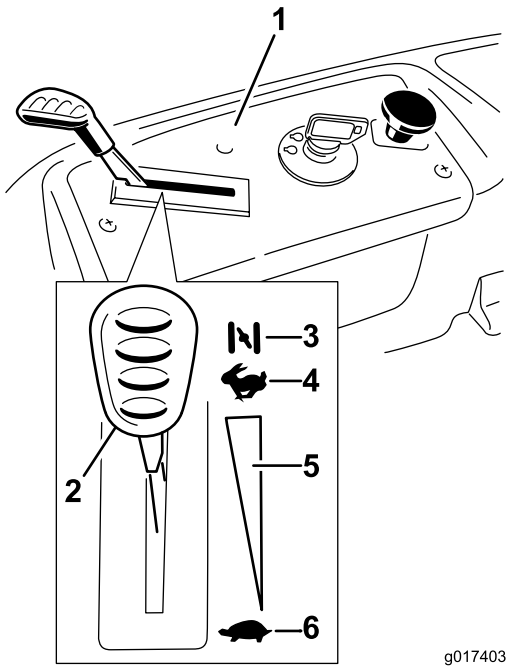

Figure 12
3. Move the throttle lever to Choke before starting a cold engine (Figure 12).
5. After the engine starts, move the throttle lever to Fast (Figure 12). If the engine stalls or hesitates, move the throttle lever back to Choke for a few seconds. Repeat this as required.
2. Move the throttle lever between half and full throttle (Figure 12).